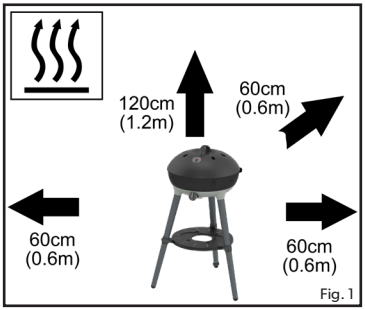

Fig. 1
- Sørg for at apparatet holdes borte fra brannfarlige materialer når det er i bruk. Trygge minimumsavstander er: over apparatet - 1,2 m, på baksiden og på sidene - 0.6m. (fig.1)